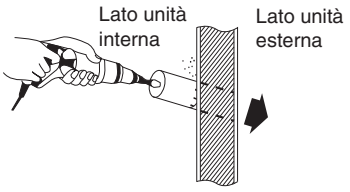

Fig. 3-7
(4) Con una fresa, una sega a tazza o un trapano con punta da taglio forare la parete nel punto stabilito. Si prega di vedere la tabella 3-1 e Fig. 3-7.